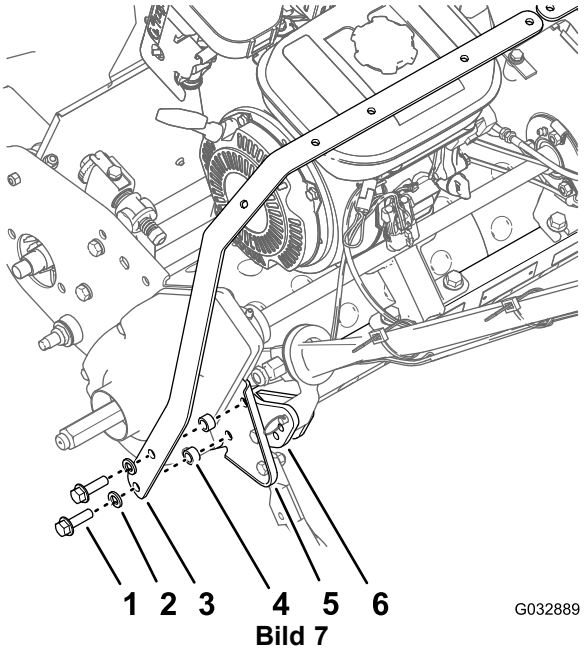

Bild 7
9. Befestigen Sie den linken Lampenleistenriemen, die zwei Distanzstücke und die linke Seitenplatte mit den zwei Bundkopfschrauben (3/8" x -1-1/4") und zwei Sicherungsscheiben (3/8"), die Sie in Schritt 6 entfernt haben, am äußeren Polster des Hinterrahmens (Bild 7).